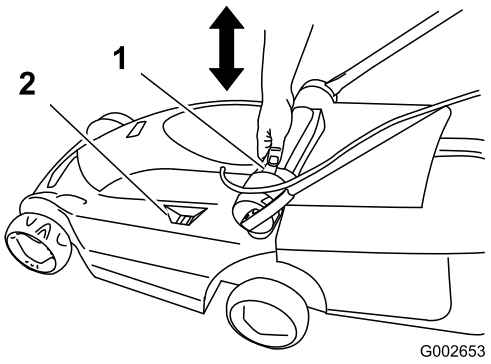

Figuur 19
2. Druk met uw duim op de maaihoogteknop en duw de maaihoogtehendel omhoog of omlaag op de gewenste maaihoogte zoals wordt getoond op de maaihoogte-indicator (Figuur 19).